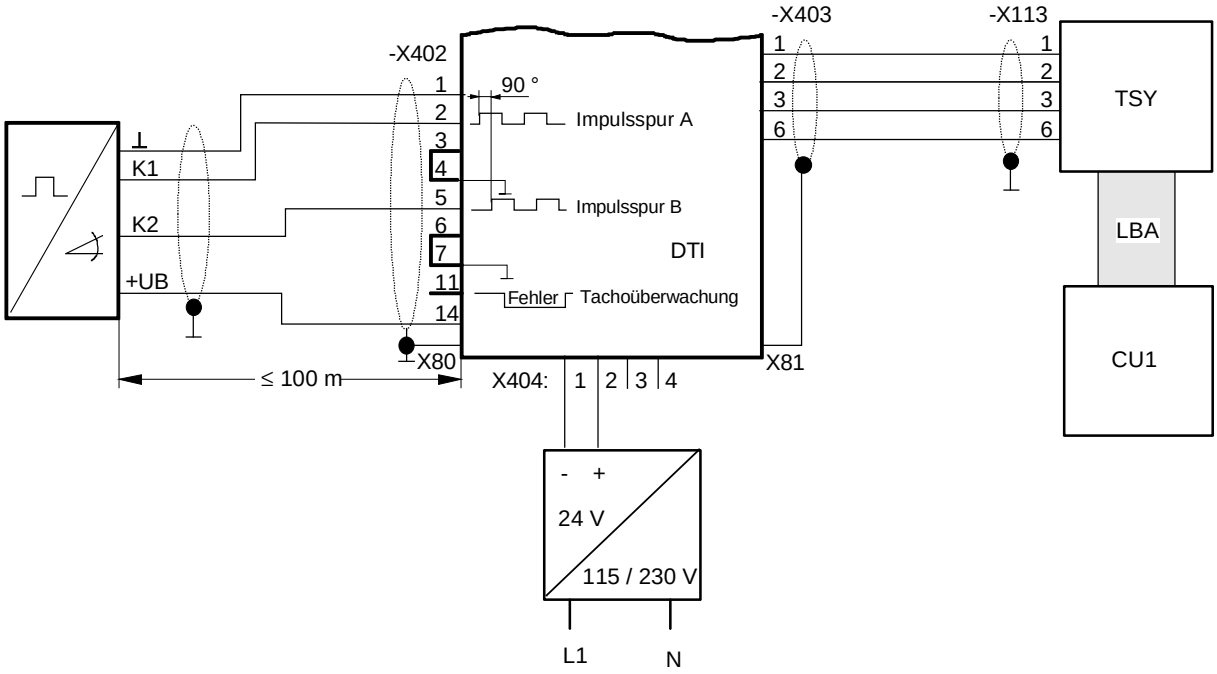

Bild 5-2 *HTL-Tacho ohne Differenzspur (Typ H0G9, Firma Hübner Berlin) bei Einsatz der TSY-BGR und externer Stromversorgung bei SIMOVERT FC*
- Werden bei HTL-Gebern die invertierten Signale nicht verwendet, müssen diese Eingänge an X402 mit Bezugspotential (M Tacho) verbunden werden (siehe Bild 5-2).